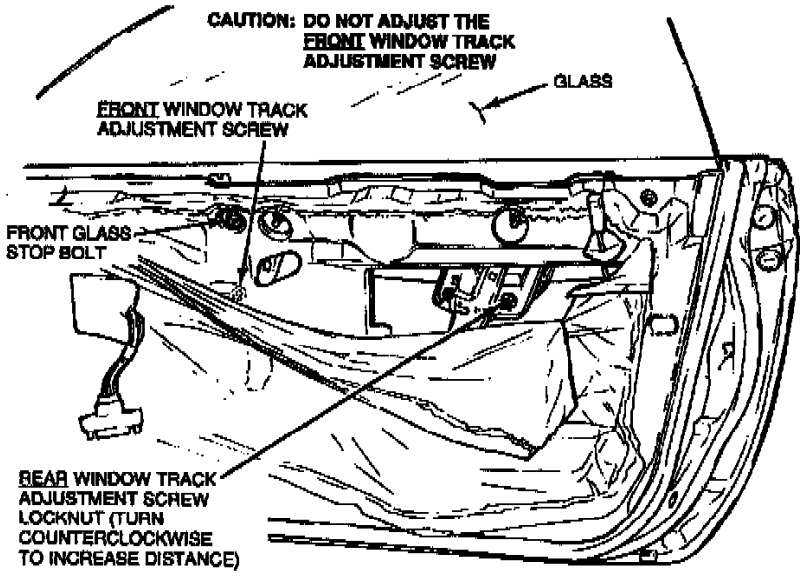
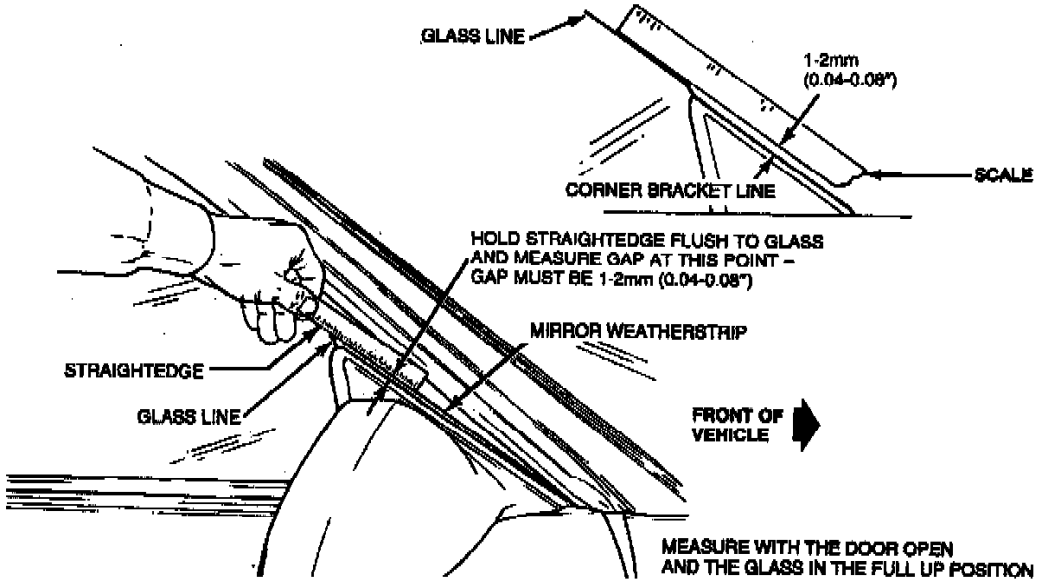

Figure 10 TB-2964-C
Figure 11 TB-2965-C
c. To adjust, loosen the adjustment screw locknut (Figure 10) and turn the adjustment screw counterclockwise to increase the distance.
c. With the glass in the full up position, place a straightedge on the glass (Figure 11).
e. If adjustment is required, lower the window 25.4 mm (1"). Loosen the front glass stop bolt (Figure 10) and move the stop the distance required to obtain the 1-2 mm gap (0.04-0.08") (Figure 11).